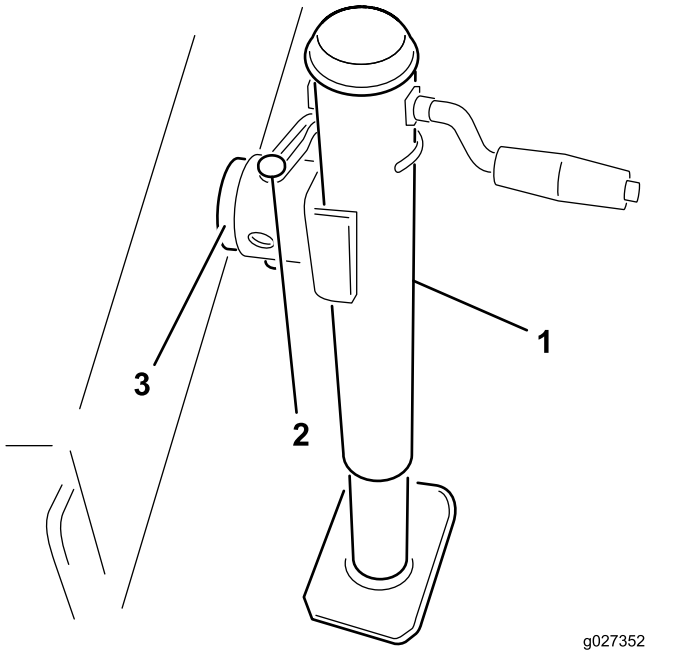

Рисунок 5
2. Установите домкрат на штифт рамы и закрепите штифтом (Рисунок 5).